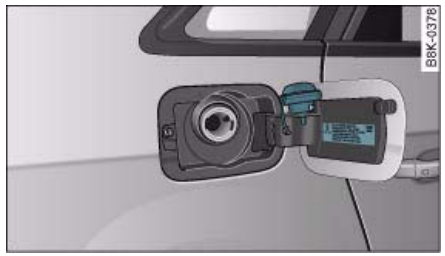

Fig. 248 Fuel tank flap with tank cap attached
– Hook the cap onto the open flap ⇒ fig. 248.